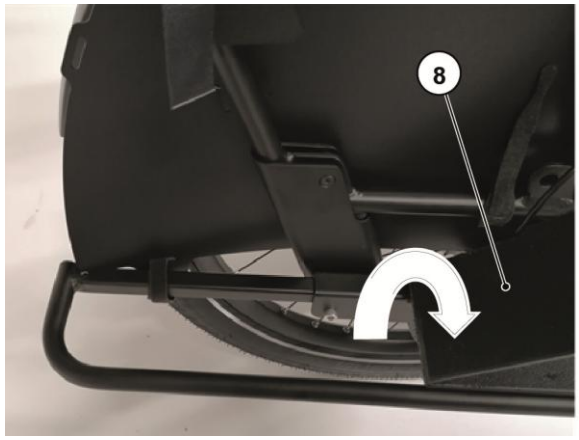

Abb. 3
3. Follow-me (8) zuklappen, siehe Abb. 3.